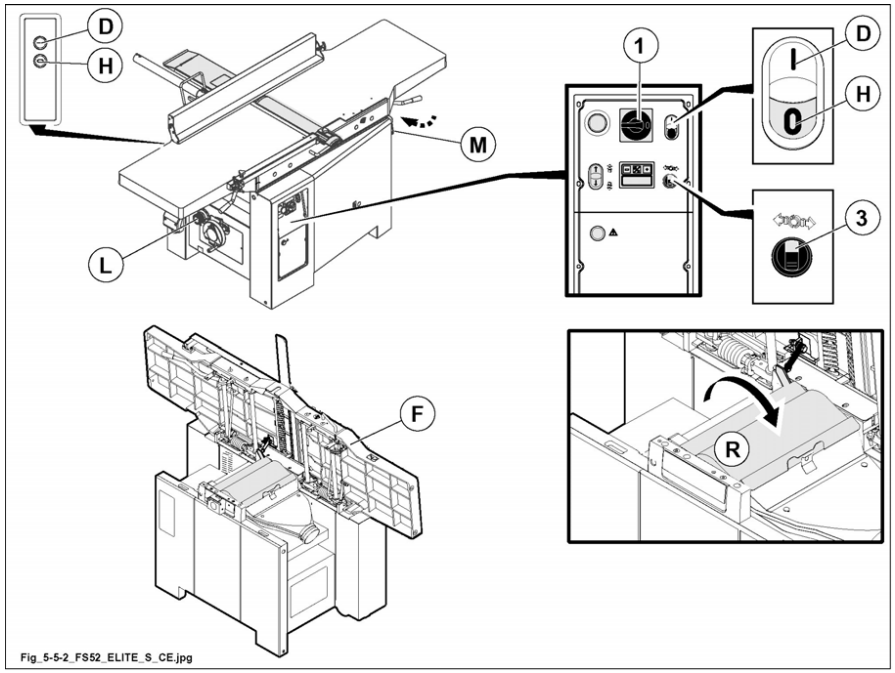

Fig. 5.5-2
- Check that the planer tables are completely opened (F fig. 5.5-2).
- Check that tilting safety guard is closed (R fig. 5.5-2).
- Press push-button (D fig. 5.5-2) to start the machining head.
- Select feed speed with lever (L fig. 5.5-2).
1) Press the (H fig. 5.5-2) button.
2) Turn the padlockable main switch (1 fig. 5.5-2) to "0" (OFF).
it is forbidden to stop the motor by turning selectors (3 fig. 5.5-2) to ; unlocked motor brake, pilot lamp switched on.